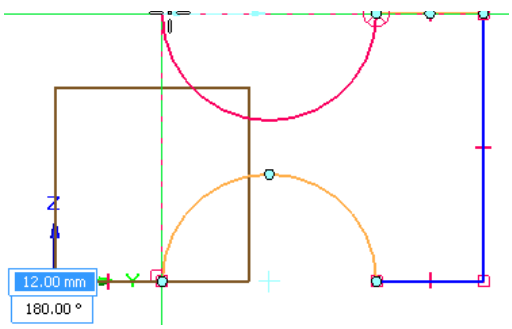

***Figure 2-57*** *Horizontal and vertical dotted lines displayed to define the endpoint of the arc*
15. Move the cursor once over the lower arc and then move it toward left in line with the upper right horizontal line from where this arc starts. On doing so, a horizontal dotted line originating from the upper right horizontal line is displayed. At the point where the cursor is vertically in line with the start point of the lower arc, a vertical dotted line appears from the start point of the lower arc, as shown in Figure 2-57.